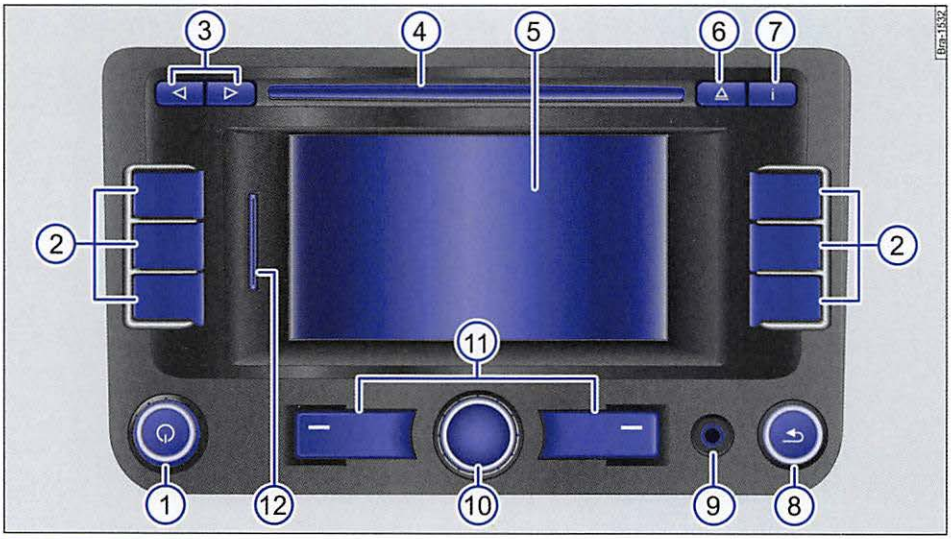
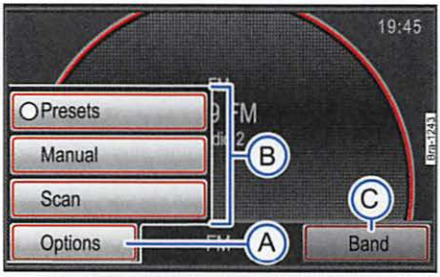

Fig. 1 Overview of the controls.
Fig. 2 RADIO main menu with pop-up window.
Increase volume.	Turn the volume control ⏲ ⇒ fig. 1 clockwise or press the corresponding button on the multi-function steering wheel ⇒ booklet *Owner's manual*, chapter *Vehicle Overview*.
- **OR:** If available on the device, briefly press the MUTE ⇒ fig. 1 ② or PHONE [1] device button.
The left rotary and push button ⇒ fig. 1 ① is designated as Volume control or On-Off switch.
The center rotary and push button ⇒ fig. 1 ⑩ is designated as the **Tuning knob**.
Underneath the screen are two unlabeled device buttons ⇒ fig. 1 ⑪. Operation and function correspond to the respective function buttons ⇒ fig. 2 Ⓐ and Ⓒ shown on the screen above.